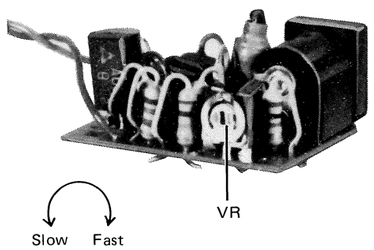

Fig. 16
3) While playing back a test 3kHz tape (VTT-656) for motor speed adjustment, adjust VR on the E governor board (see Fig. 16.) so that the frequency counter indicates within 2,970 to 3,060Hz.